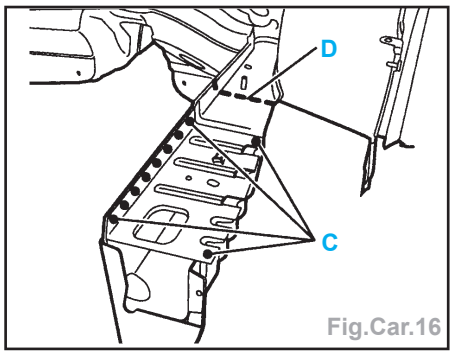

Fig.Car.16
- Poser la semelle centrale de brancard partielle (suivant **C**) (avec l'équipement : AB1) (Fig.Car.16).